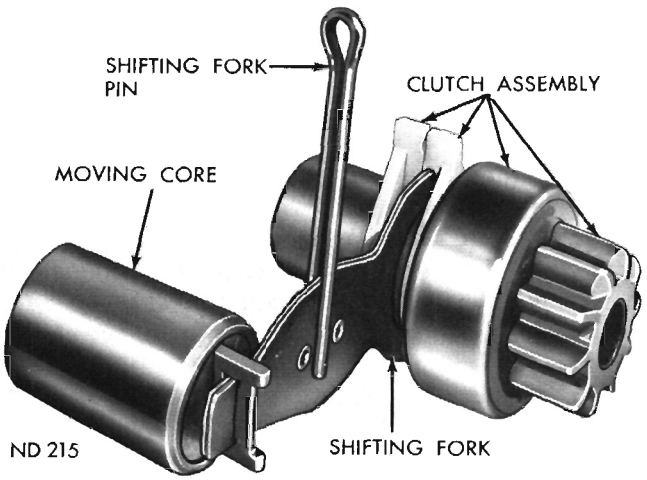

Fig. 18—Shifter Fork and Clutch Arrangement
(5) Complete installation of pinion shaft engaging shifting fork with clutch actuators. Figure 18 shows correct relation of parts at assembly. **The friction washer must be positioned on shoulder of splines of the pinion shaft before driven gear is positioned.**